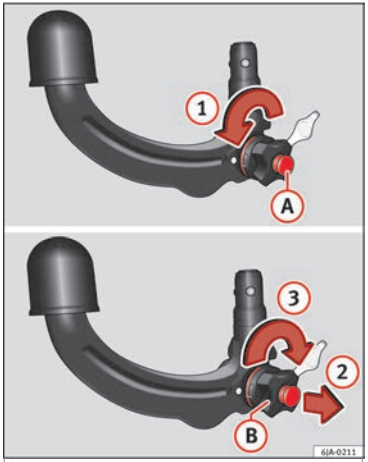

Fig. 196 Placing in service position.
– Turn key (A) fully in the direction of arrow (1) ››› **Fig. 196**.
– Pull manual regulator (B) outward in the direction of arrow (2) and turn it fully in the direction of arrow (3).